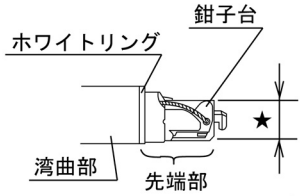

図2
(2)内視鏡本体の挿入部をストレートにし、鉗子レバーを操作して鉗子台をおおむね内視鏡本体先端部の側面に収まる範囲（図 2 の★印で示した範囲）の位置にする。